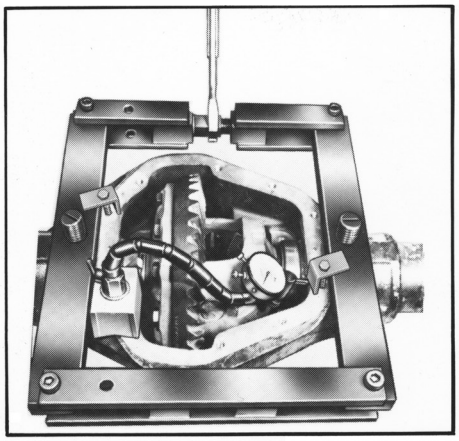

FIGURE 2
6. Position a dial indicator as shown in Figure 2. Spread the carrier housing by turning the clevis screw. **CAUTION: Do not spread the carrier housing beyond the manufacturer's specifications or damage can occur.**